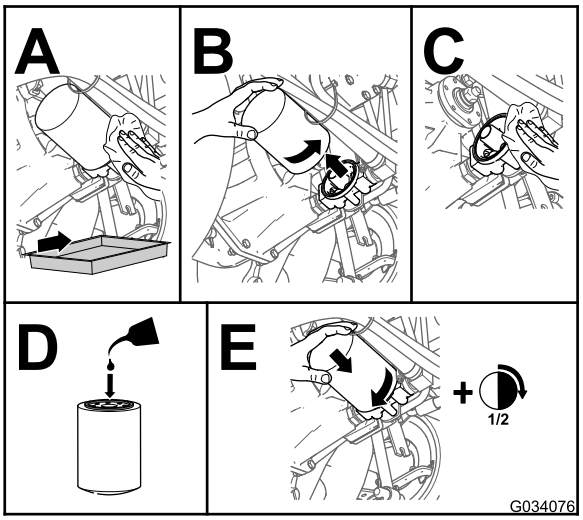

Figur 86
4. Udskift hydraulikfilteret (Figur 86).